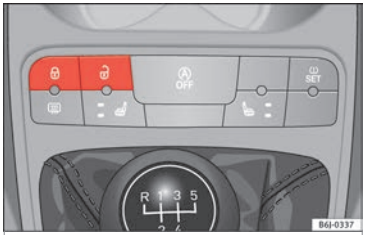

Fig. 6 See Fig. 3 for positioning
- Locking: press the 🔒 ››› Fig. 6 button. None of the doors can be opened from the outside. The doors can be opened from the inside by pulling the inside door handle.
- Unlocking: press the 🔓 ››› Fig. 6 button.